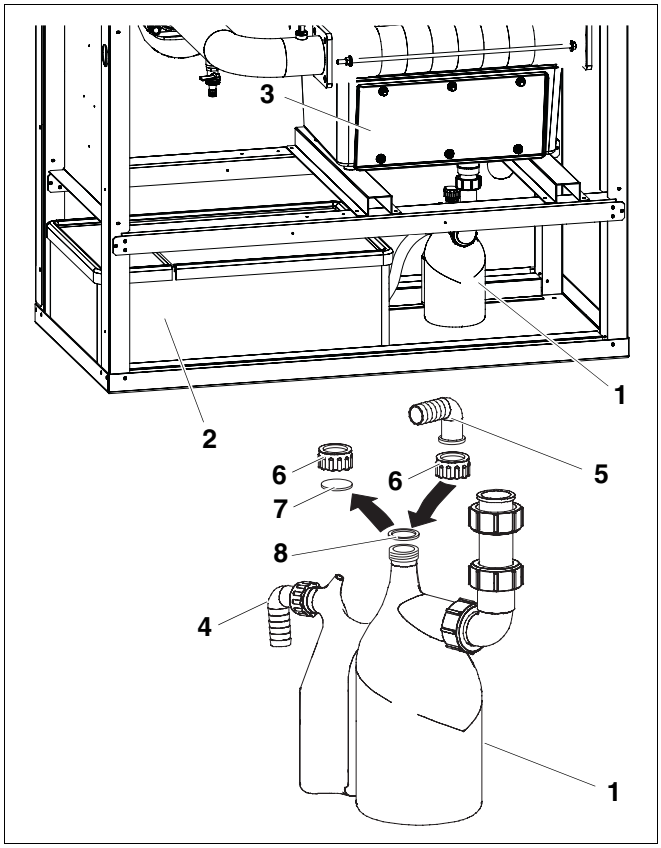

Fig. 17 Installer la conduite d'évacuation des condensats
- Raccorder le départ du siphon au dispositif de neutralisation (accessoire) (➔ fig. 17, page 22) ou directement à une conduite d'évacuation des eaux usées.